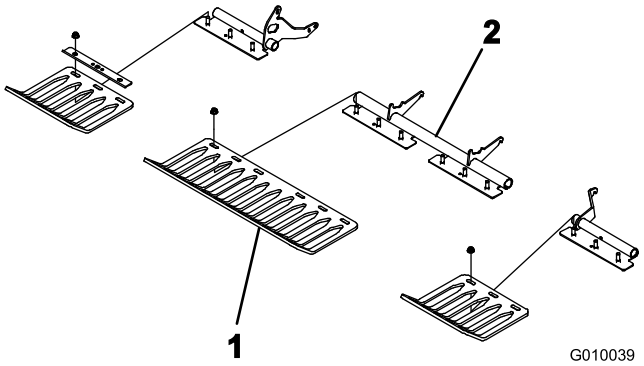

Figuur 24
3. Monteer de beschermvingers losjes op de beugels voor de beschermvingers met 4 klemmen en 12 flensmoeren (Figuur 24). Draai de bevestigingselementen niet vast aan.
Opmerking: De klemmen voor de beschermvingers en de flensmoeren zijn in de fabriek voor verzending vastgezet aan de beugels van de beschermvingers (Figuur 24).